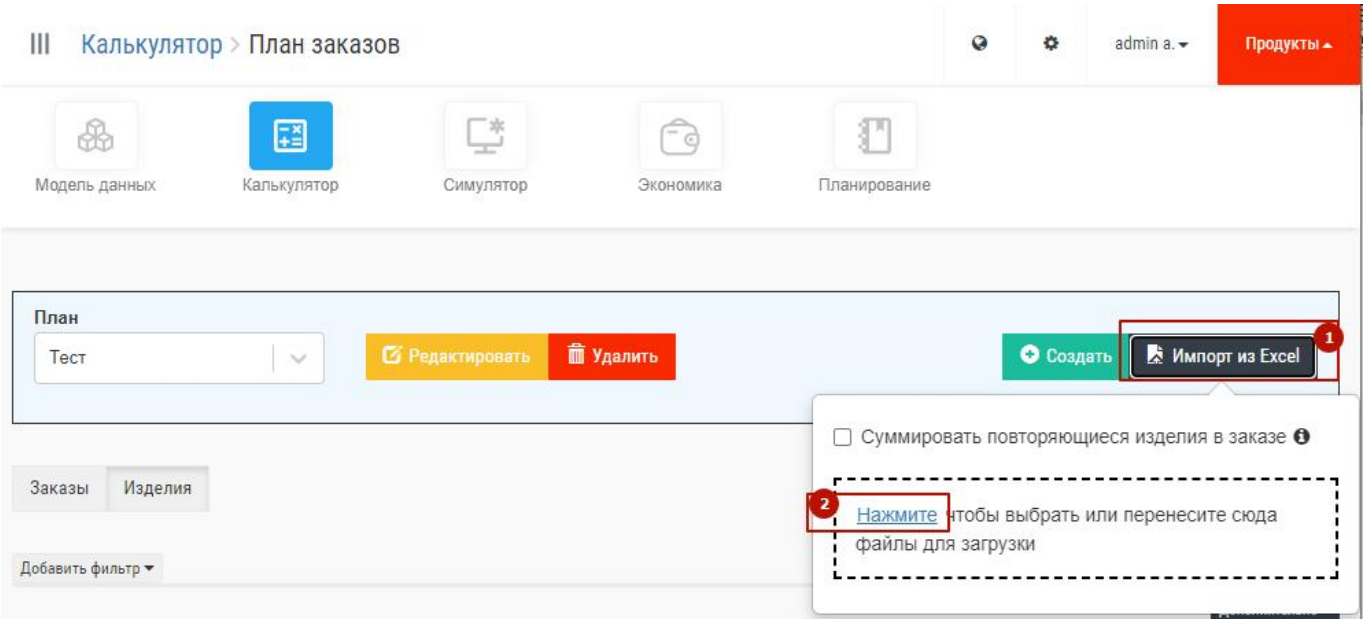

Рис. 29 – Загрузка плана заказов, выбор файла
2) В открывшемся экране работы с планами нажать кнопку «Импорт из Excel» (1 на Рис. 29), затем либо перетащить нужный файл из проводника, либо нажать ссылку «Нажмите» (2 на Рис. 29) и в открывшемся окне проводника выбрать нужный файл и нажать клавишу «ENTER» либо нажать на кнопку «Открыть».